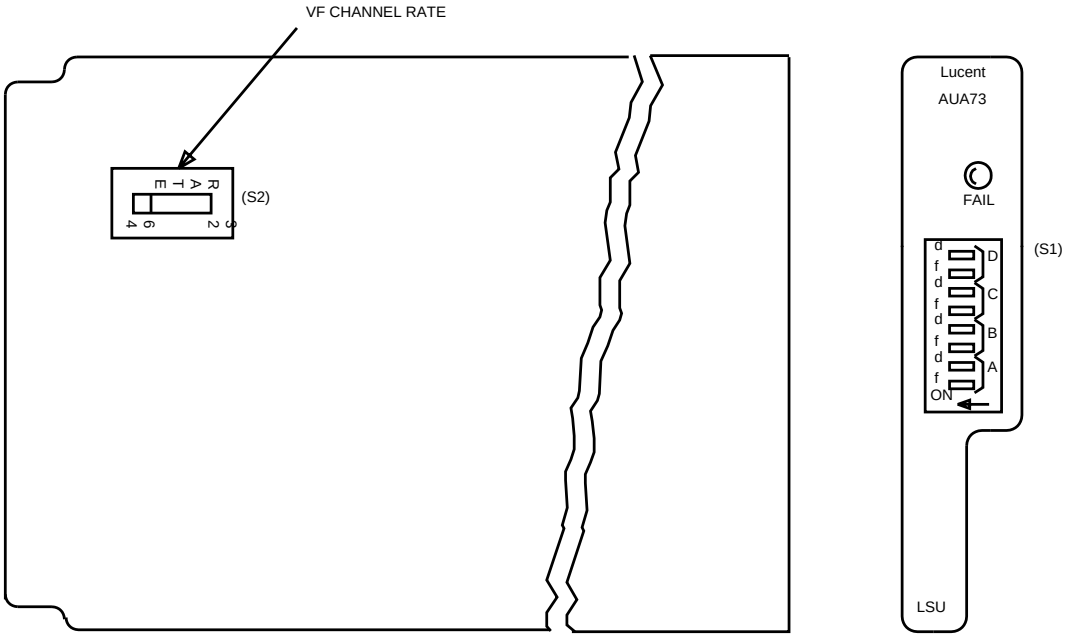

**Figure 1 – AUA73 LSU Option and Faceplate Switches**
4. Set switch **S2** located on the side of the **LSU** circuit pack (Figure 1) to position **32** and proceed to Step **6.**
5. Set switch **S2** located on the side of the **LSU** circuit pack (Figure 1) to position **64**.